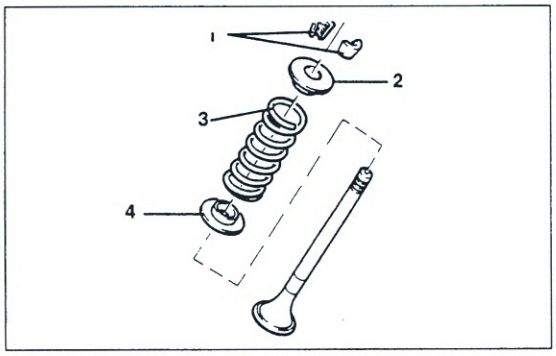

Bild 121
- ⚠ Ventilfedern nur soweit zusammendrücken, bis Ventilkeile ① Bild 121 mit Pinzette, Magnetheber oder magnetischem Schraubendreher entfernt werden können oder herausfallen. Teile nicht mischen, sondern so aufbewahren, dass sie in ursprünglicher Einbaulage wieder montiert werden können!